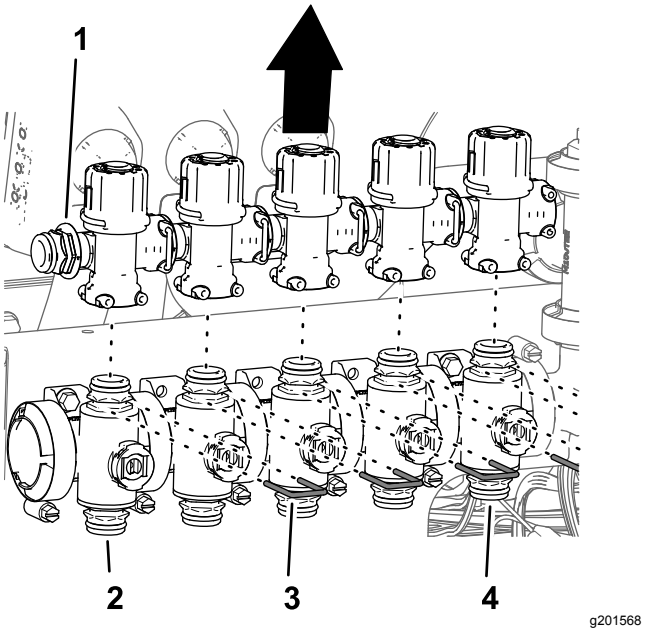

Figur 99
4. Afmonter de holdere, der fastgør omløbsventilerne til dyseventilerne 1 til og med 7 (Figur 99).
5. Løft omløbsventilerne af dyseventilerne 1 til og med 5 (Figur 99).